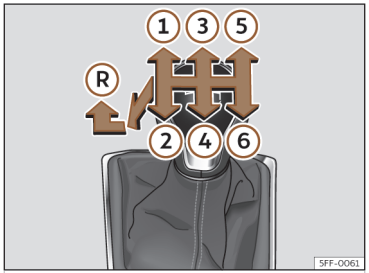

Abb. 114 Schaltschema eines 6-Gang-Schaltgetriebes.
Auf dem Schalthebel sind die Positionen der einzelnen Fahrgänge dargestellt ››› **(Abb. 114)**.
- Schalthebel in die Neutralstellung bringen und nach unten drücken. Schalthebel ganz nach links und dann nach vorn in die Rückwärtsgangposition schieben ››› **(Abb. 114)** Ⓡ.